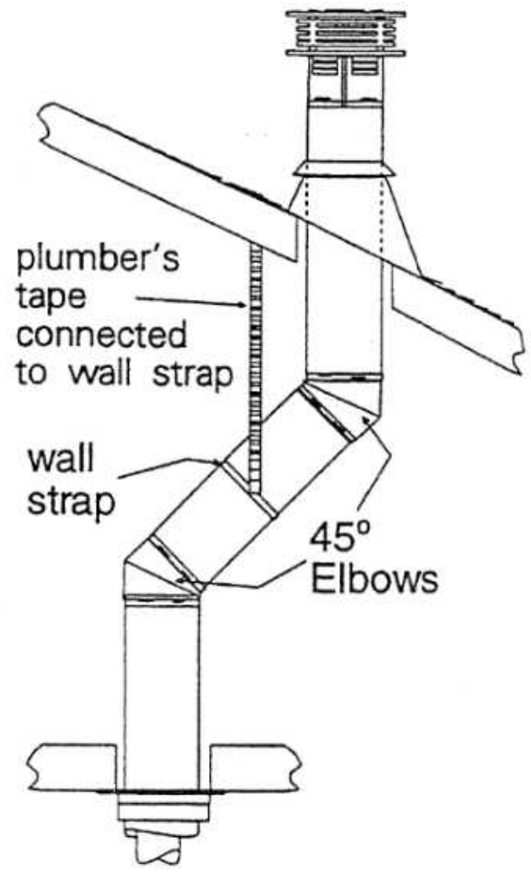

Fig. 7
2) Set the gas appliance in its desired location. Drop a plum bob down from the ceiling to the position of the appliance flue exit, and mark the location where the vent will penetrate the ceiling. Drill a small hole at his point. Next, drop a plumb bob from the roof to the hole previously drilled in the ceiling, and mark the spot where the vent will penetrate the roof. Determine if ceiling joists, roof rafters or other framing will obstruct the venting system. You may wish to relocate the appliance or to offset, as shown in Fig. 7 to avoid cutting load bearing members.
NOTE: If an offset is necessary in the attic to avoid obstructions, it is important to support the vent pipe every 3 feet, to avoid excessive stress on the elbows, and possible separation. Wall Straps are available for this purpose. Fig. 7.